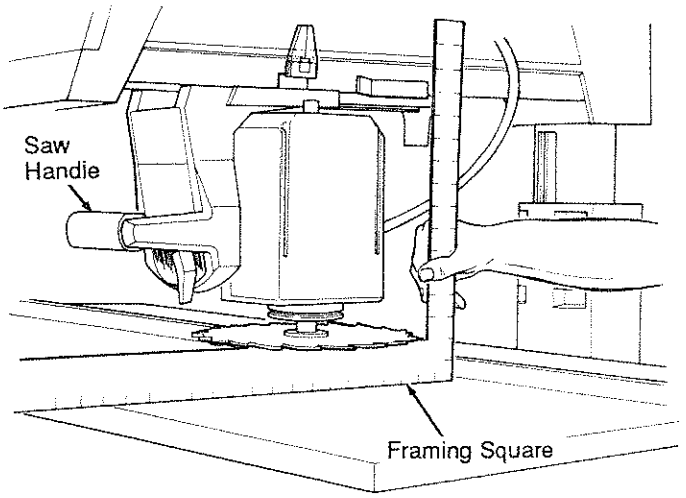

Fig. 69
5. Place the corner of the framing square against the *fence* so that the long edge is on the *table* under the *blade* and the short edge is sticking up in the air. Make sure that the long edge is perpendicular to the *fence.* (Figure 69)